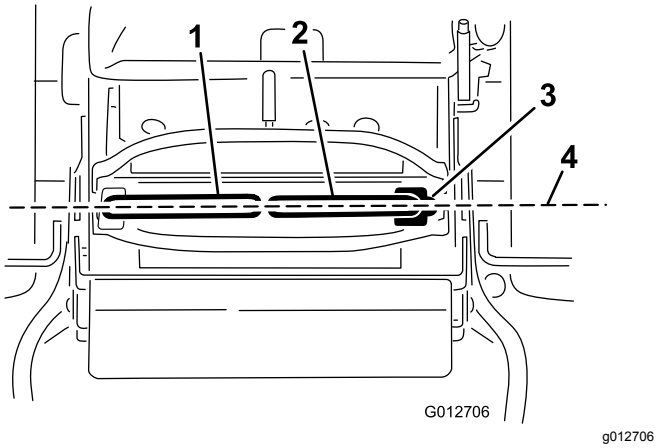

**Figuur 70**
***Belangrijk:*** **Controleer of de sporing van de maaier juist is nadat u de rijhendels hebt versteld. De sprong aanpassen en de uitlijning voor/achter van de rijhendels is dezelfde procedure (Figuur 70).**
1. Nadat u de horizontale uitlijning hebt voltooid, moet u de uitlijning voor-achter controleren door de rijhendels naar voren te duwen om eventuele speling in de overbrenging van de rijhendels te verhelpen (Figuur 70).